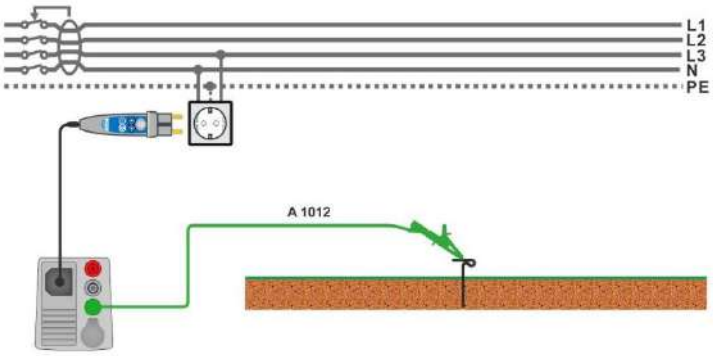

Figure 7.49: Connection for Uc(P) measurement
- Connect test lead P/S to external earthed point (optional), see ***Figure 7.49.***